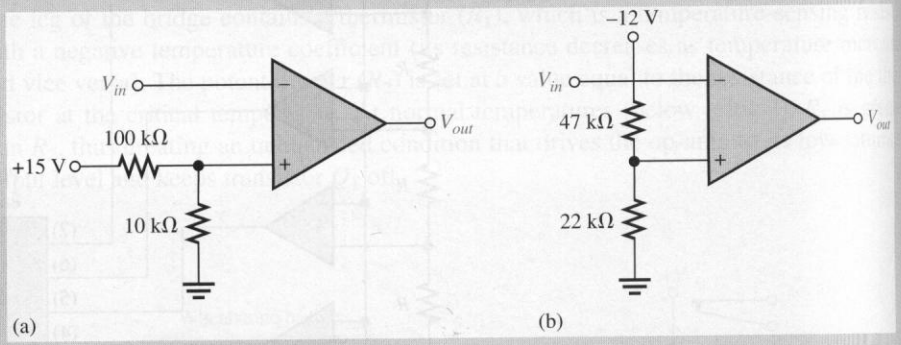

FIGURE 8–19
1. What is the reference voltage for each comparator in Figure 8–19?